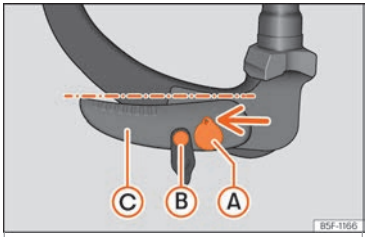

Fig. 171 Reserve position: position verification
- Key ››› Fig. 171 Ⓐ is in the released position (the key hole is facing upwards).
- The release bolt ››› Fig. 171 Ⓑ can be moved.
- Lever ››› Fig. 171 Ⓒ is in the lower position.